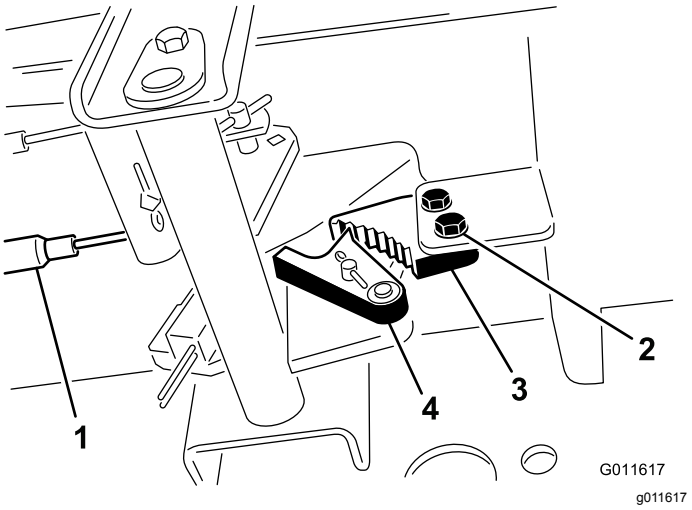

Figuur 67
1. Draai de 2 schroeven los waarmee de pal van de parkeerrem is bevestigd aan het frame (Figuur 67).
2. Trap het pedaal van het parkeerrem naar voren totdat de remvergrendeling de rempal geheel vastgrijpt (Figuur 67).